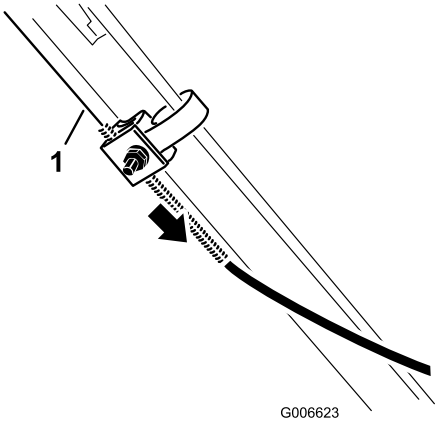

Figur 30
6. Dra ner kabelhöljet (mot gräsklipparen) så att kabeln spänns (Figur 30).